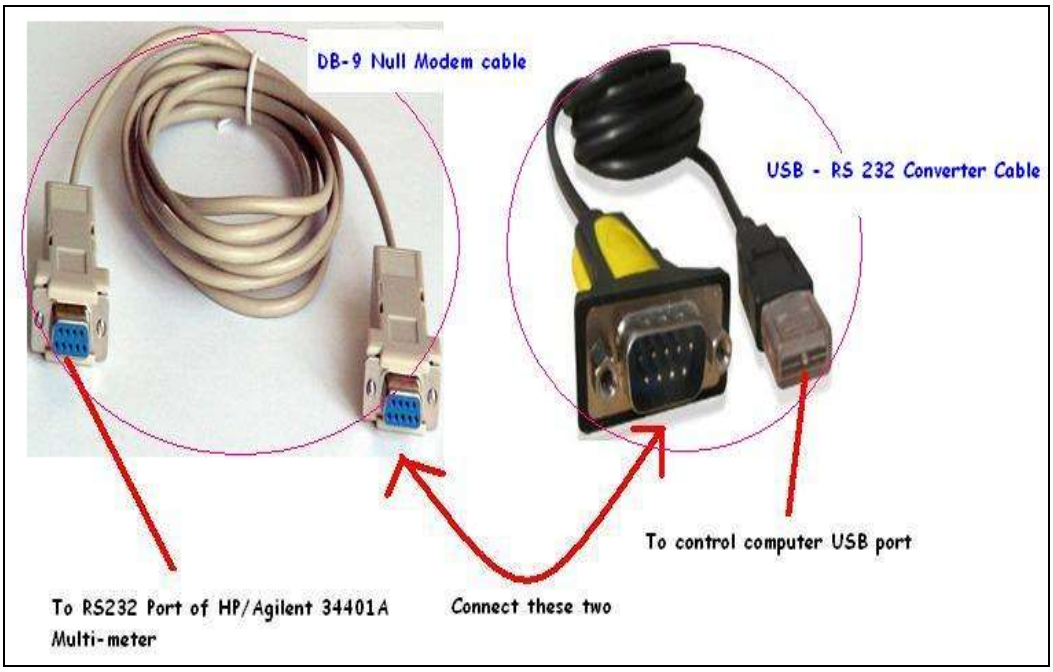

**Figure 3.2.1A** HP/Agilent 34401A Multi-meter Interface Cable
G. Refer to Figure 3.2.1A for the visual.